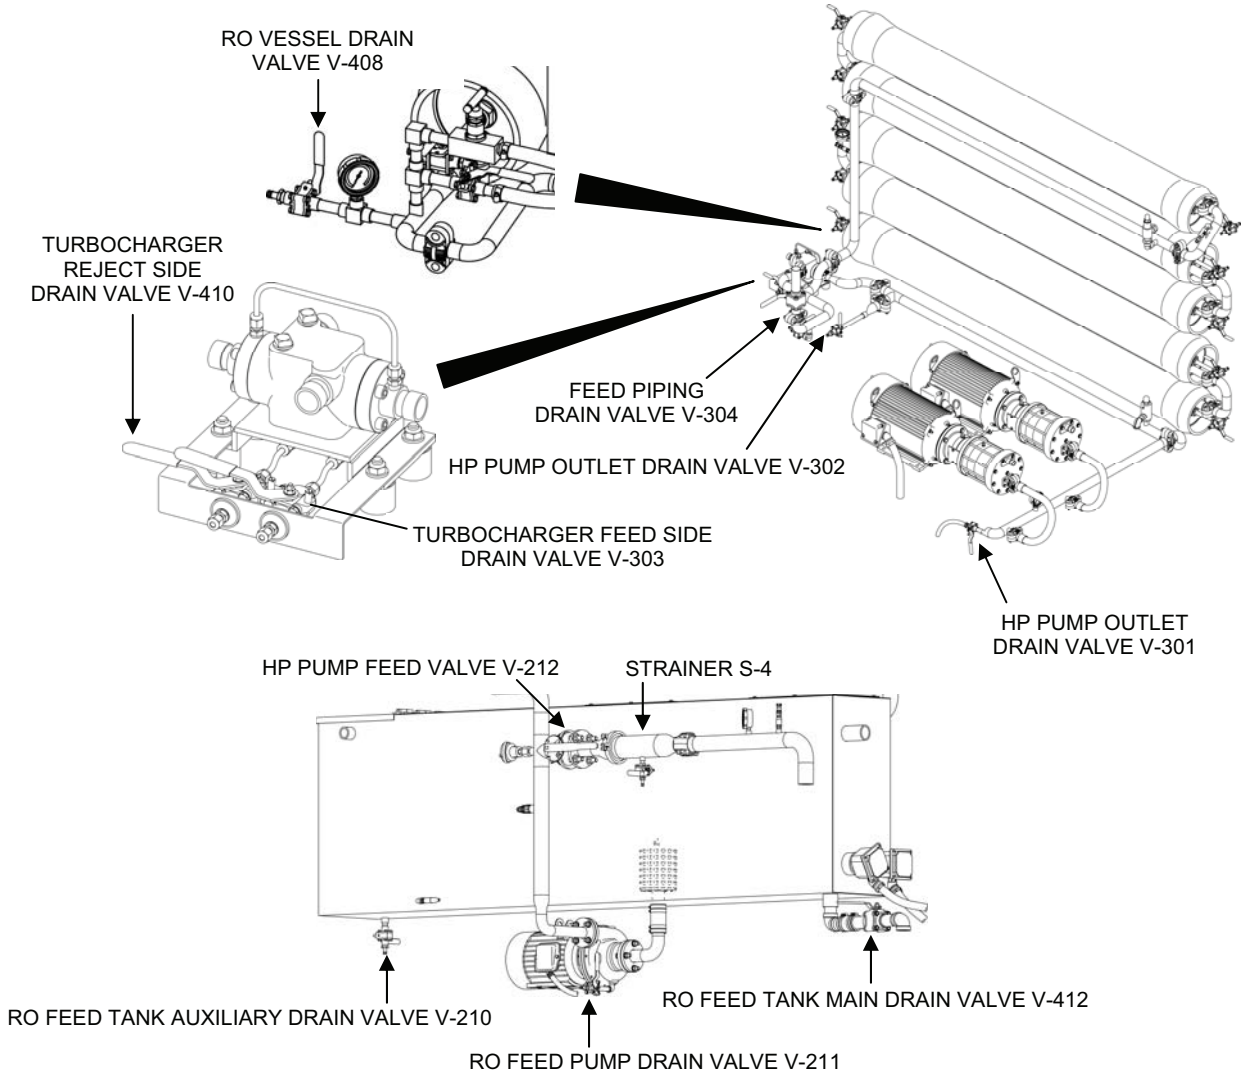

Figure 3. RO System Drain Valves.
3. Make sure the following RO system drain valves are open (Figure 3).